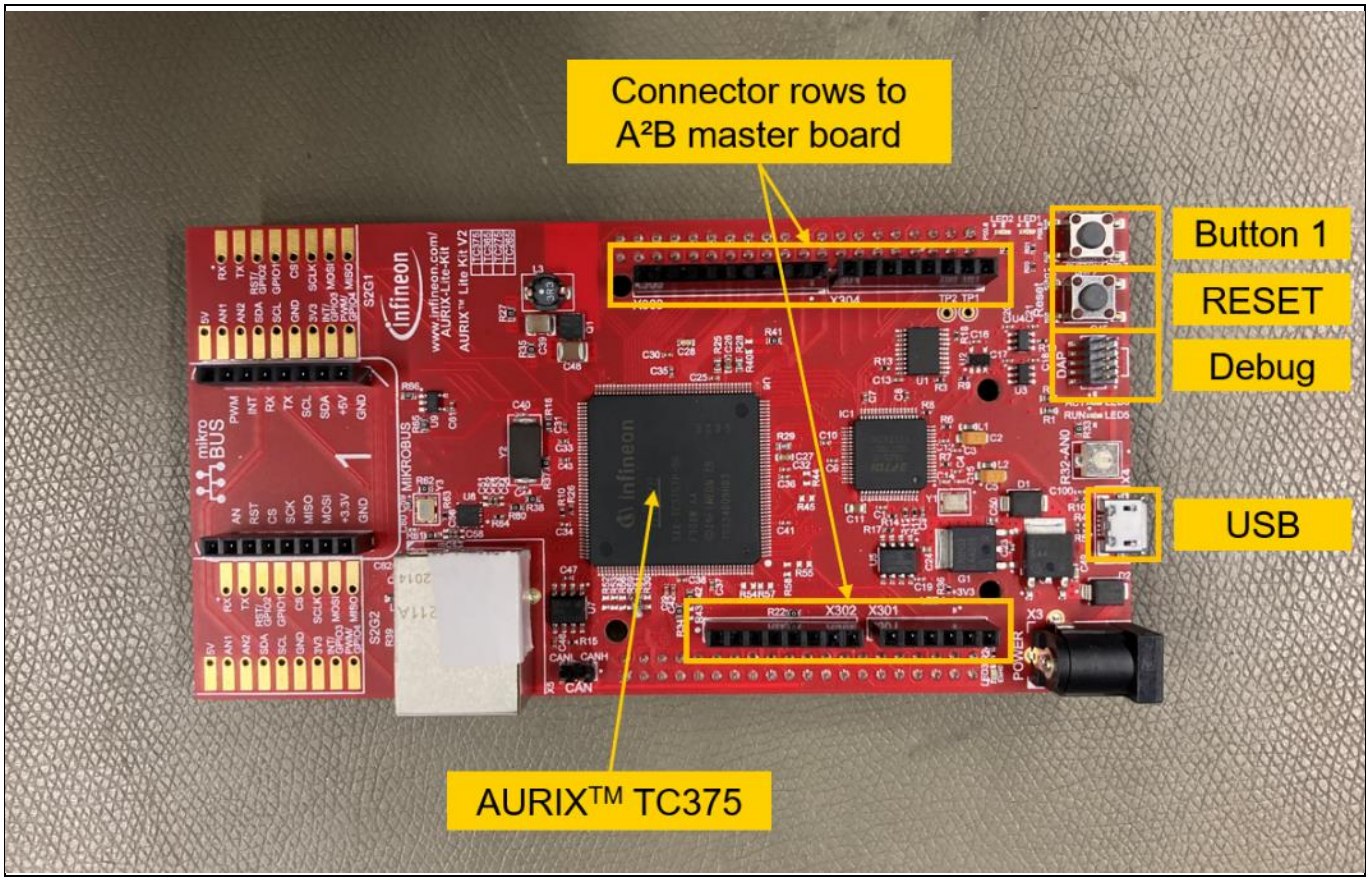

Figure 5 AURIX™ lite kit TC375 and its components as needed for the A²2B eval kit
6. Press the “RESET” button on the AURIX™ lite board (Figure 5)
- The channel selection can be changed by pushing the Button 1 on the AURIX™ board. See Figure 5.